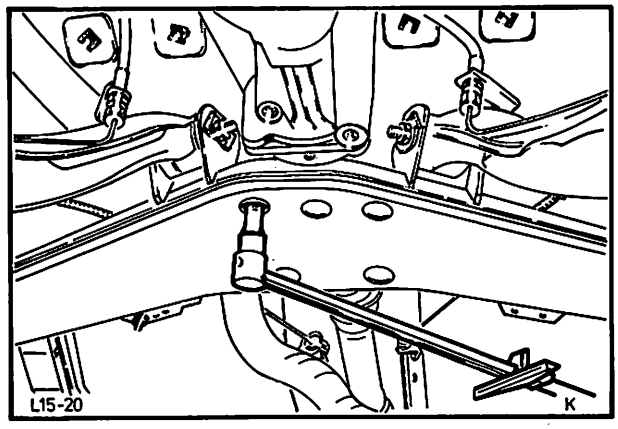

Abb. 39 Hinterachse an Querträger montieren
9. Hinterachse einsetzen und mit Querträger verschrauben (Schrauben von oben durchstecken). Muttern mit vorgeschriebenem Drehmoment festziehen, Abb. 39